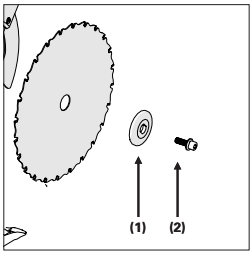

Fig. 30
Nota: Os dentes da lâmina devem apontar sempre para baixo na frente da serra. Coloque a flange externa (1) (com o lado plano na ferramenta) a arruela e o parafuso do eixo (2) **(Fig. 30)**.